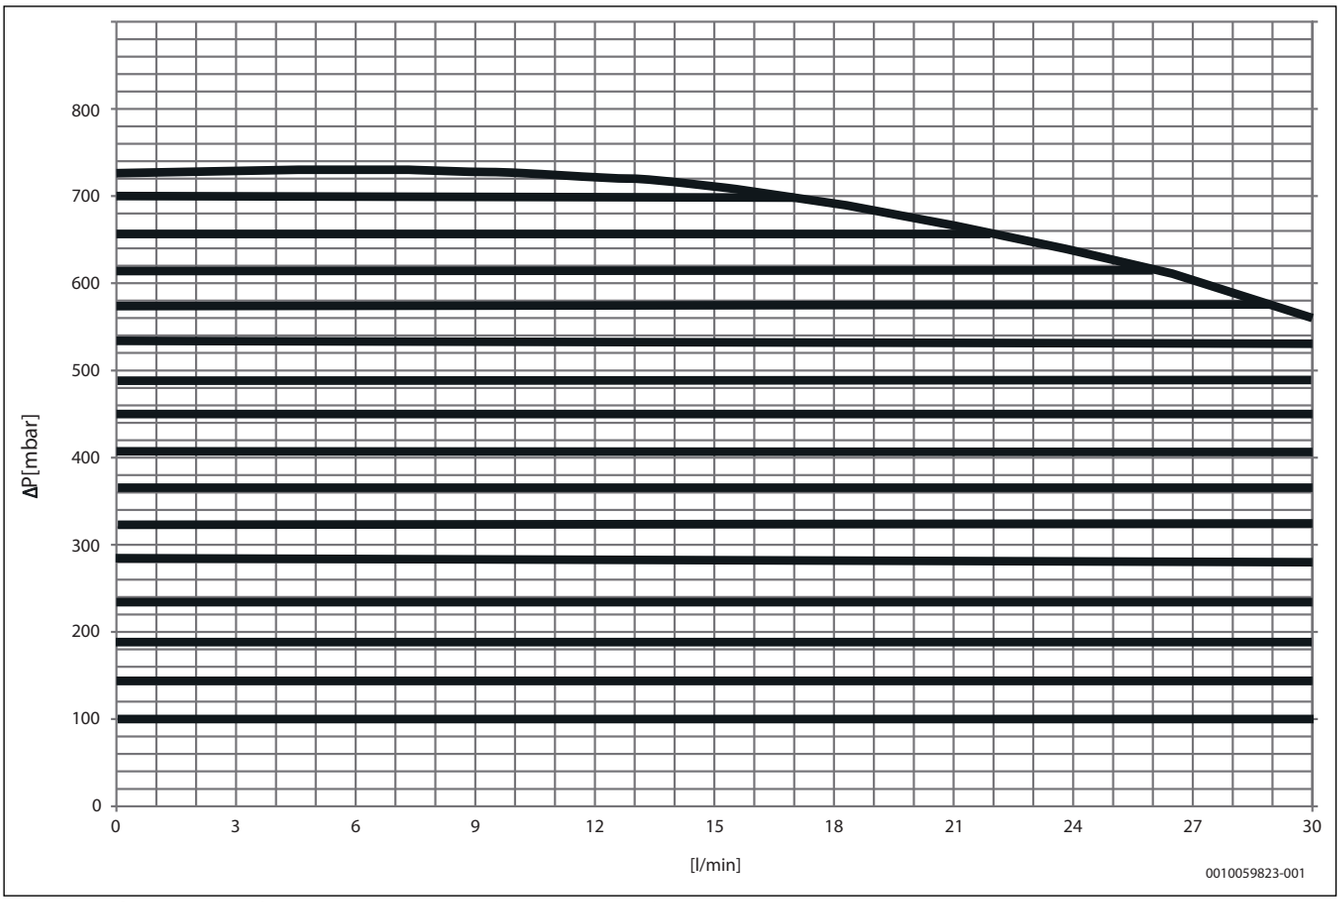

*Fig. 5 Performance chart for heating circuit pump in heating circuit with constant pressure*
2) The available pressure depends on the connected heat pump or the hydraulic decoupling (→ performance chart for heating circuit pump,Figure 5)
*Table 3 Technical specifications WLW186i.2 TP70 W (W)WLW186i.2 TP70 (W)*